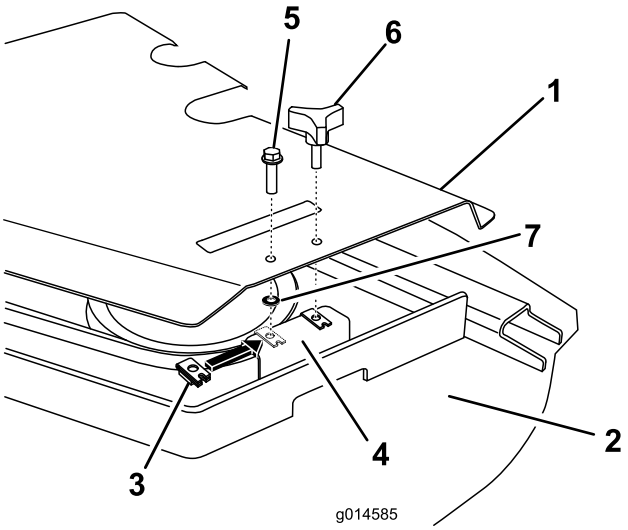

Figur 6
1. Fjern håndgrebene, der fastgør remskærmene på plæneklipperskjoldet (Figur 6). Fjern remskærmene.